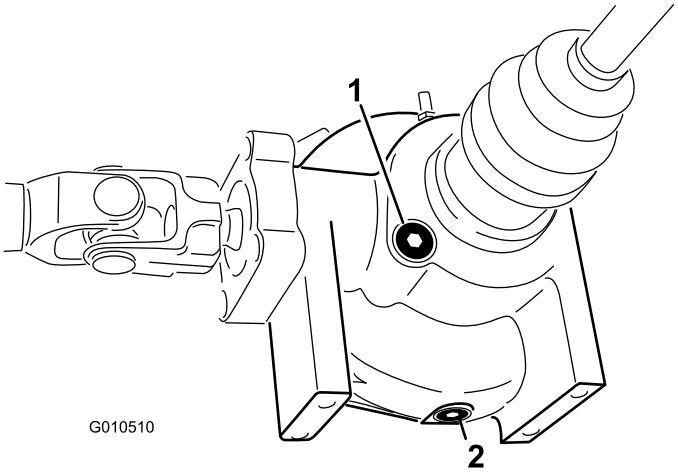

Figur 49
2. Gör rent runt avtappningspluggen på differentialens ena sida (Figur 49). Placera ett kärl under avtappningspluggen.